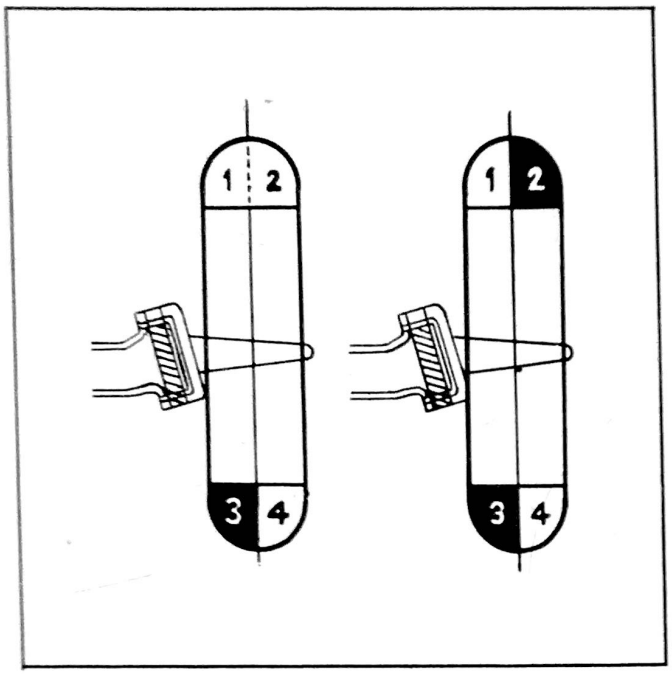

Figure 354 - Static Balancing
Static unbalance of a tire and wheel causes the heavy portion (3) to go to the bottom as in Fig. 354 and to obtain a true static balance, weights will have to be added on the rim opposite the heavy portion that went to the bottom.
To balance the wheel and tire assembly a small piece of putty may be used instead of fastening the regular weights onto the rim. The quantity of putty may be added to or reduced until the static balance is obtained, as in Fig. 354. The putty can then be weighed and balanced weight or weights attached permanently to the rim to correspond to the weight of the putty. The sum of the weights of section (1) and (2) is equal to the sum of the weights of section (3) and (4) Fig. 354, the weight, therefore, is equally distributed about the axis of rotation. The weight at (2) being balanced by the weight at (3). However this wheel is not in dynamic balance because section (1), Fig. 354, is lighter than section (2) and section (4) is lighter than section (3).
The wheel and tire is in static balance as shown in Fig. 354, however, with reference to the center line, section (1) is lighter than section (2), also section (3) is lighter than section (4).